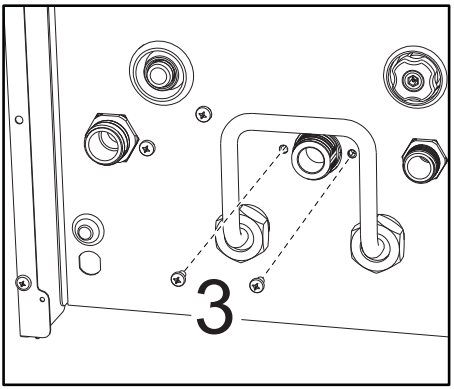

fig. 45
- Undo the screws **“3”** (fig. 45)